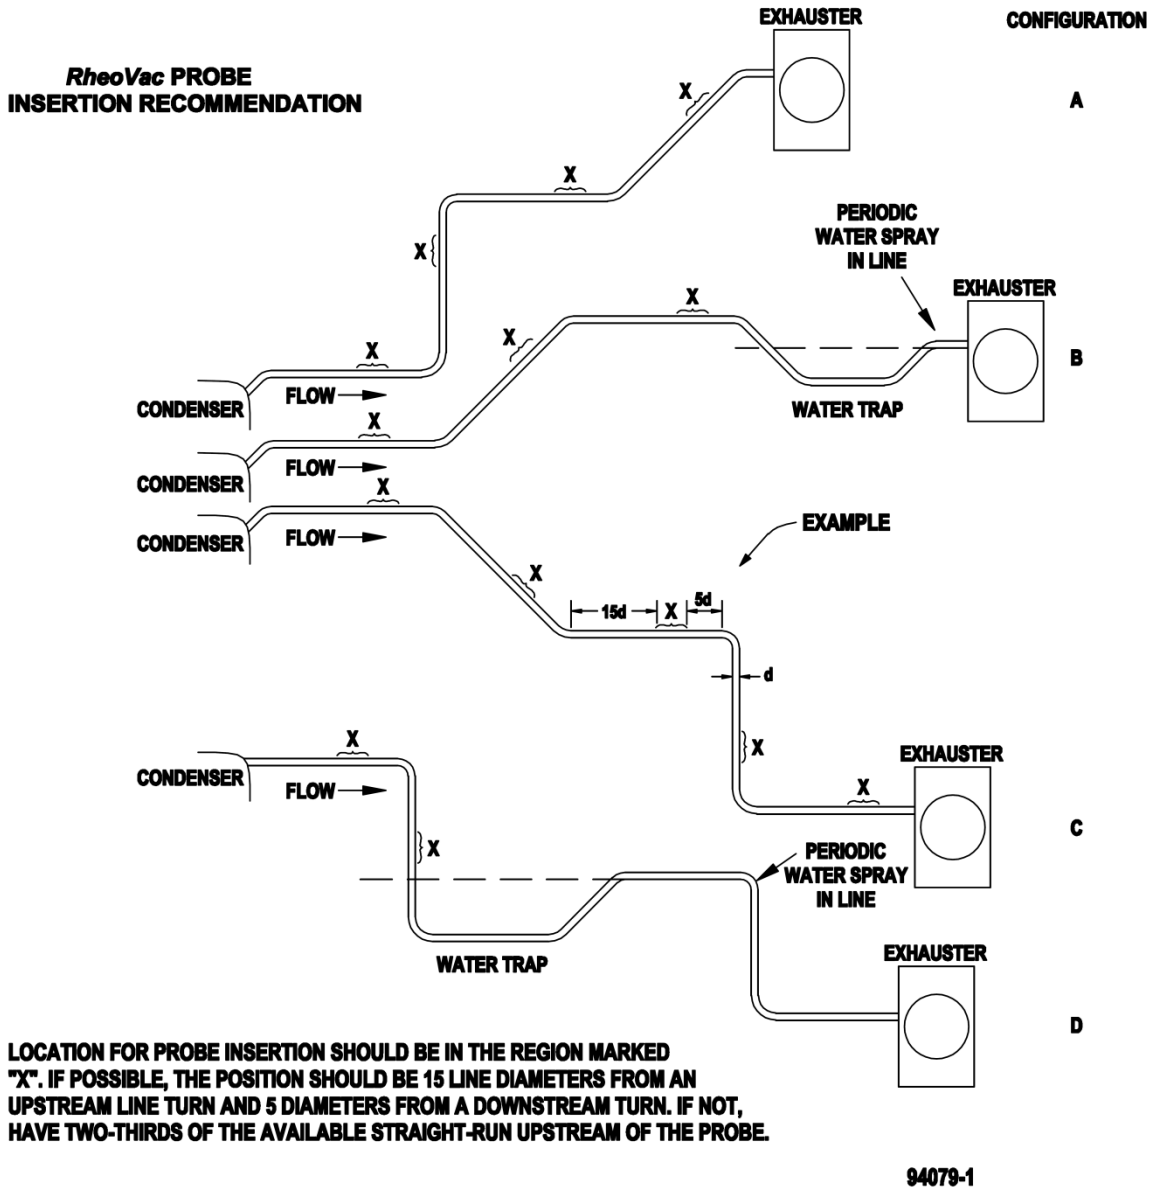

Figure 1: Recommended ball valve assembly locations
2. Adhere to locations shown in Figure 1.